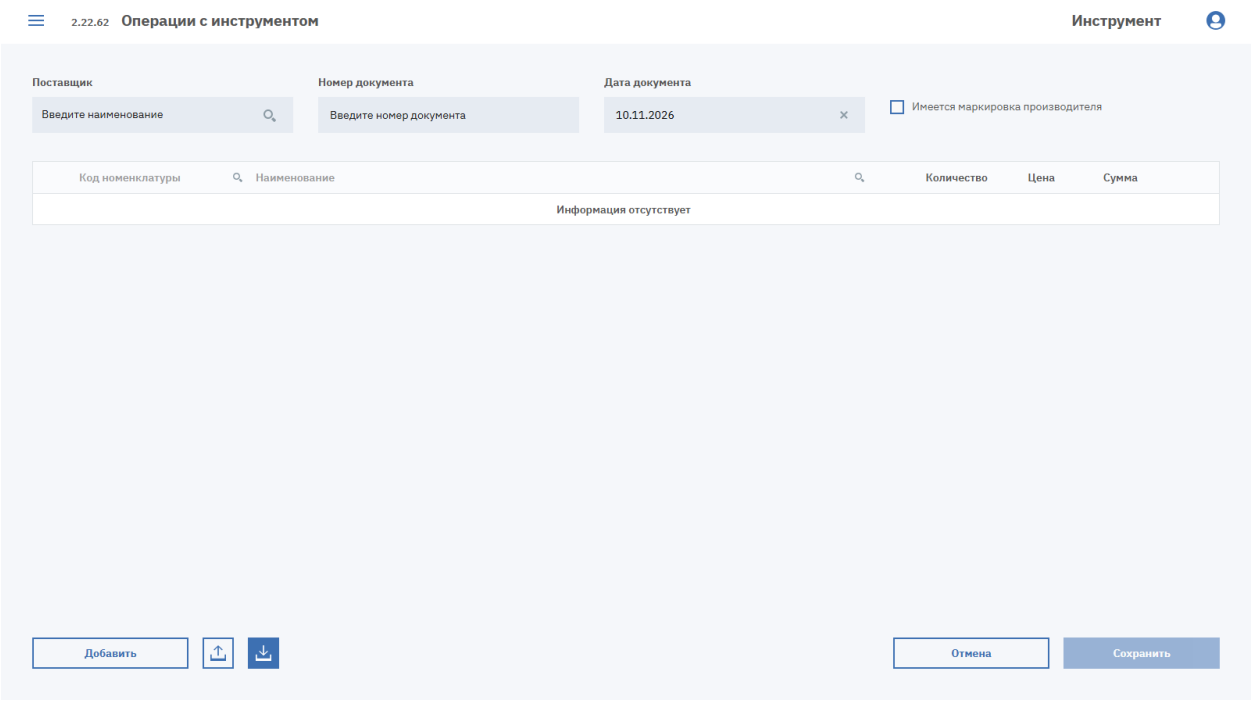

Рисунок 138. Форма нового приходного документа
1. Нажмите кнопку «Создать документ». В новой вкладке откроется форма приходного документа (см. Рисунок 138).